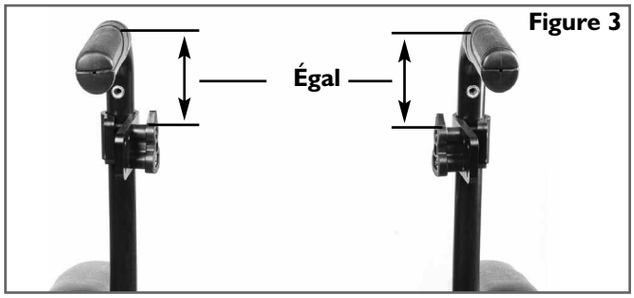
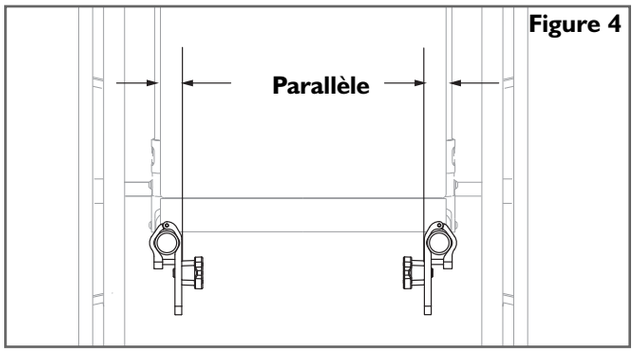

Figure 3
Figure 4
3. Déterminez visuellement l'emplacement souhaité des récepteurs sur les cannes du dossier du fauteuil. Les éléments de fixation doivent être à une hauteur à peu près égale sur chaque montant du dossier (Figure 3) et parallèles à l'armature du siège (Figure 4).
1. Desserrez les vis du collier de serrage côté fauteuil (A) et glissez-les le long des cannes du dossier jusqu'à ce que la hauteur désirée soit obtenue. Les éléments de fixation doivent être à une hauteur à peu près égale sur chaque montant du dossier (Figure 3) et parallèles à l'armature du siège (Figure 4).
2. Serrez bien les vis du collier de serrage (A). Le couple de serrage recommandé est de 1,7 à 2,3 Nm1 (5 à 20 po-lb).